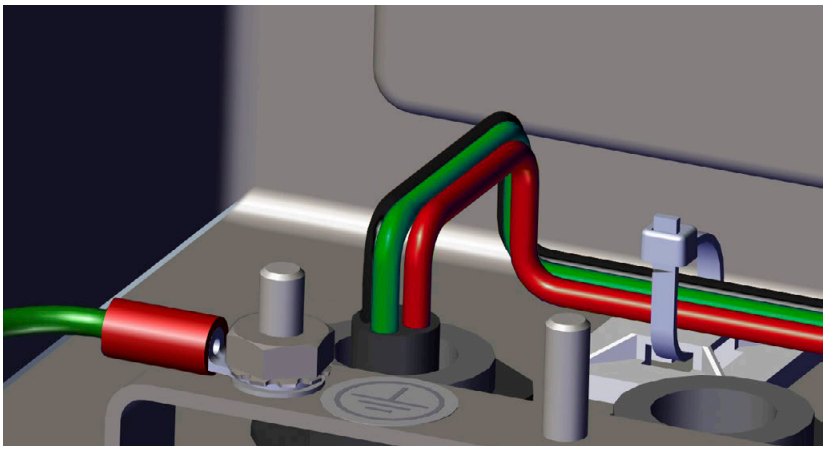

*Figura 2-21. Tendido del cable de alimentación de CC*
1. Tienda el cable por el prensacables, consulte la Figura 2-21.